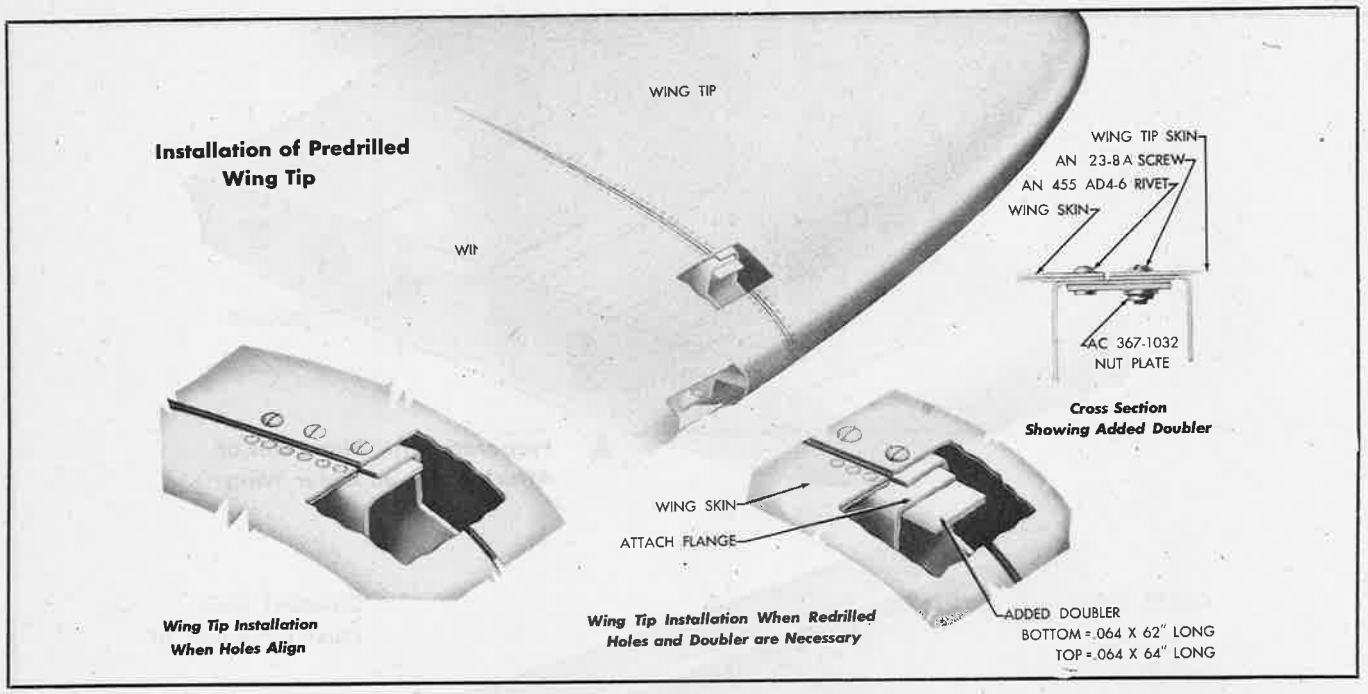

Figure 119—Installation of Predrilled Wing Tips
a. Place the 64-inch .064 steel doubler under the attach flange on the outer wing stub as shown in figure 119. Bend and bevel it to fit. Start the center of the doubler and drill through the holes created in step 3 preceding, and through the steel doubler. Use a No. 30 (.128-inch diameter) drill.